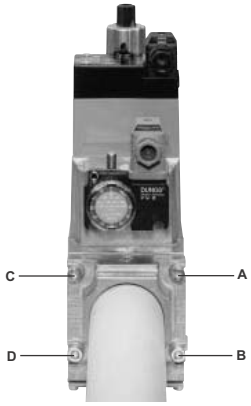
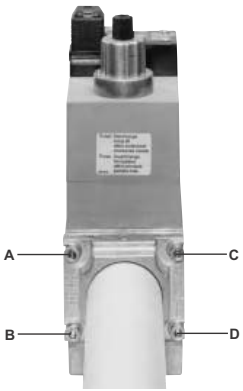

Рис. 5
Рис. 6
1.Расслабить винты A и B, но **не снимать** их (Рис. 5 и Рис. 6)
2. Отвинтить винты C и D (Рис. 5 и Рис. 6)